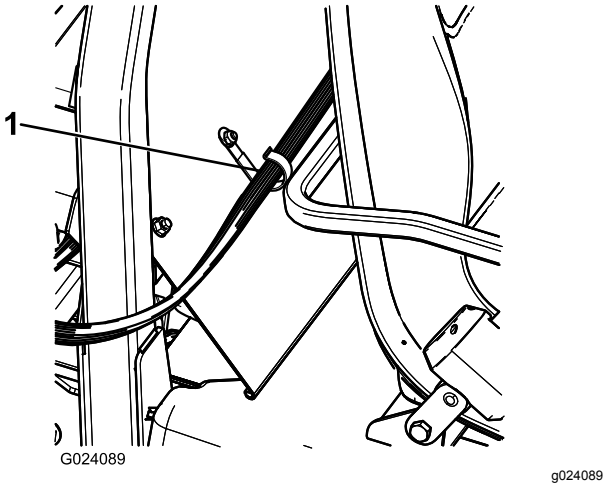

Figur 22
2. Montera en J-klämma bakom passagerarsätet (Figur 22) med en skruv (¼ x ½ tum) och en flänsmutter (¼ tum).
3. Fäst styrkonsolens kablage vid konsolen och vältskyddet med J-klämmorna (Figur 22).